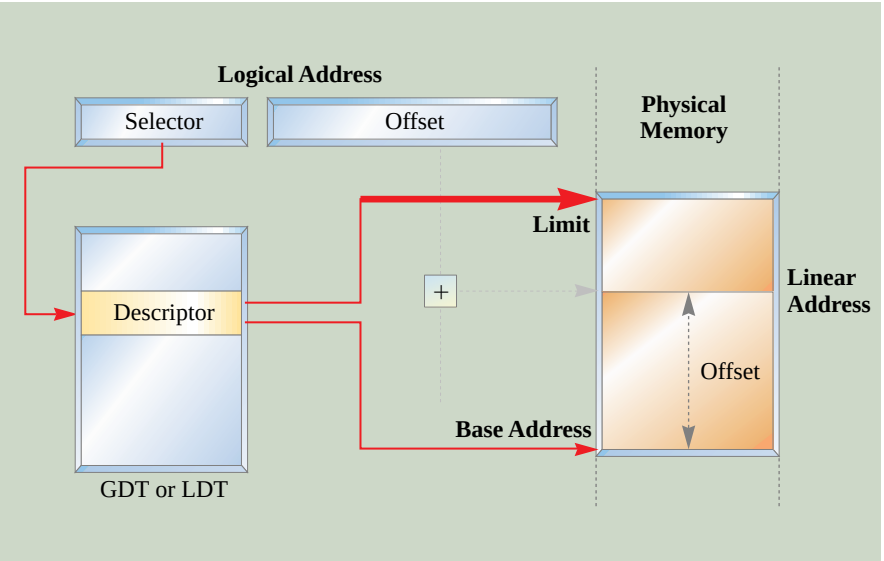

FIGURE 5
- One embedded operating system may use a few segments, whereas another may use hundreds of them, as illustrated in Figure 5. In (a), an embedded application can reside in the operating system with a single segment covering 4GB. In (b), the same application might own its proper segments, all distinct from the operating system segments. These various approaches can be justified depending on the system constraints.